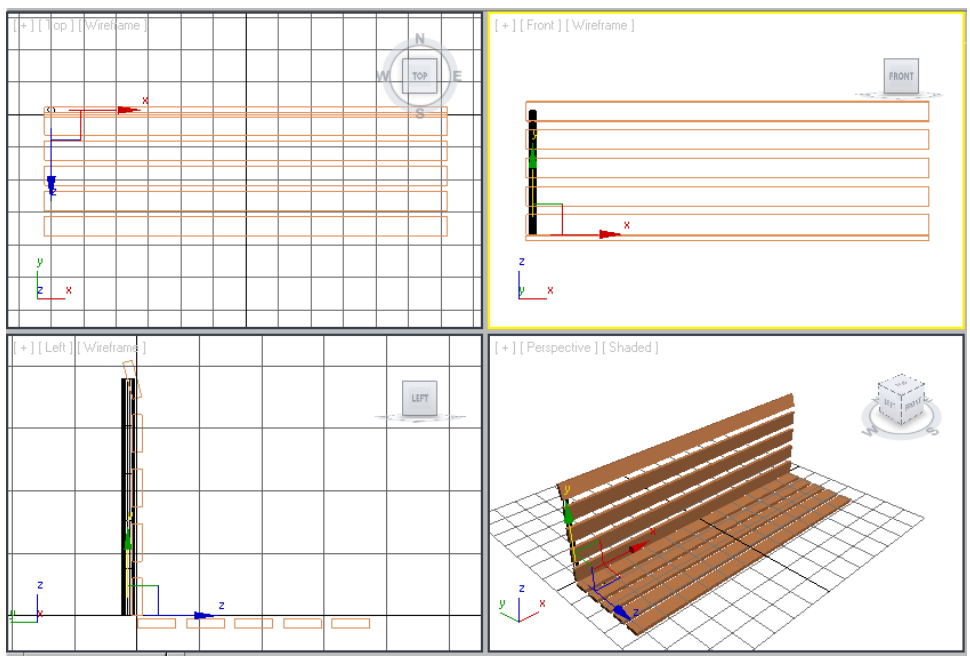

Figure 3-44 *The vertical back support001 in all viewports*
3. Now, choose the **Create** button in the **Keyboard Entry** rollout; a cylinder is created in all viewports, refer to Figure 3-44.
to align it with the right side of the *horizontal back support*, as shown in Figure 3-44. Release the left mouse button and the SHIFT key; the **Clone Options** dialog box is displayed.